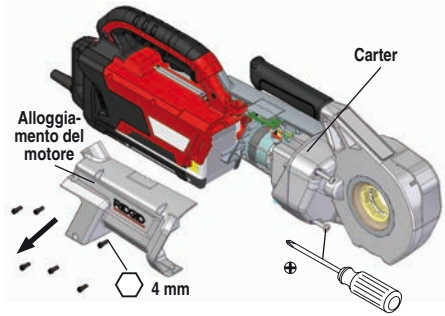

**Figura 2 – Rimozione dell'alloggiamento del motore**
2. Rimuovere tutte le viti dall'alloggiamento del motore. Rimuovere le due viti presenti sull'alloggiamento dell'ingranaggio. Rimuovere l'alloggiamento motore. *Vedere la Figura 2.*